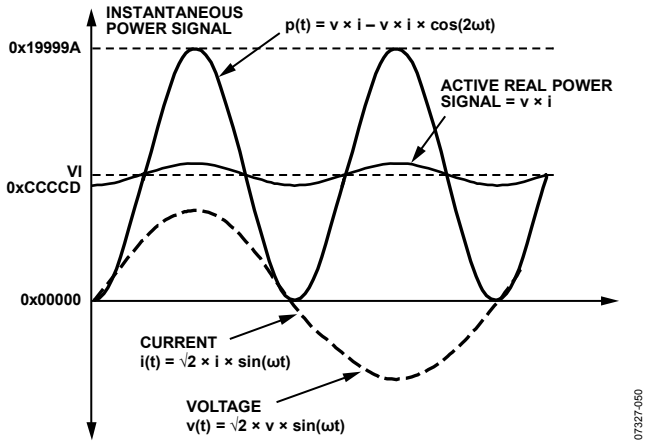

Figure 49. Active Power Calculation
Note that the active power is equal to the dc component of the instantaneous power signal p(t) in Equation 9, that is, VI. This is the relationship used to calculate active power in the ADE7518. The instantaneous power signal p(t) is generated by multiplying the current and voltage signals. The dc component of the instantaneous power signal is then extracted by LPF2 (low-pass filter) to obtain the active power information. This process is illustrated in Figure 49.
The ADE7518 also incorporates an active power offset register (WATTOS[15:0]). It is a signed, twos complement, 16-bit register that can be used to remove offsets in the active power calculation (see Figure 49). An offset can exist in the power calculation due to crosstalk between channels on the PCB or in the IC itself. The offset calibration allows the contents of the active power register to be maintained at 0 when no power is being consumed.
As mentioned previously, the discrete time sample period (T) for the accumulation register is 1.22 µs (5/MCLK). With full-scale sinusoidal signals on the analog inputs and the WGAIN register set to 0x000, the average word value from each LPF2 is 0xCCCCD (see Figure 49). The maximum positive value that can be stored in the internal 49-bit register is 2^{48} (or 0xFFFF,FFFF,FFFF) before it overflows. The integration time under these conditions when WDIV = 0 is calculated in the following equation: